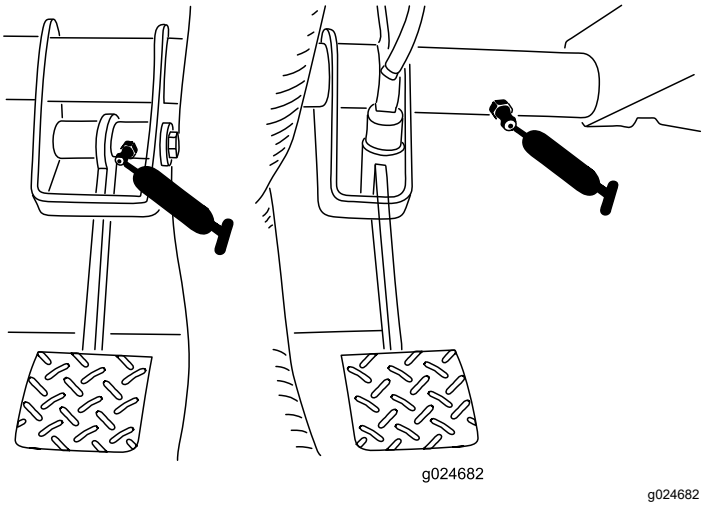

Figuur 41
- Koppeling (1) en rem (1) (Figuur 41)